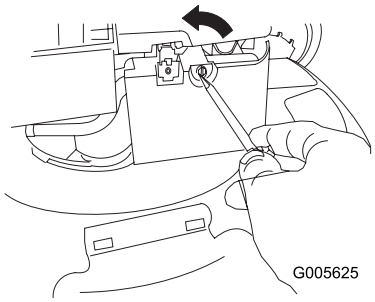

Figur 29
1. Bruk en skrutrekker til å åpne luftfilterdekselet (Figur 29).